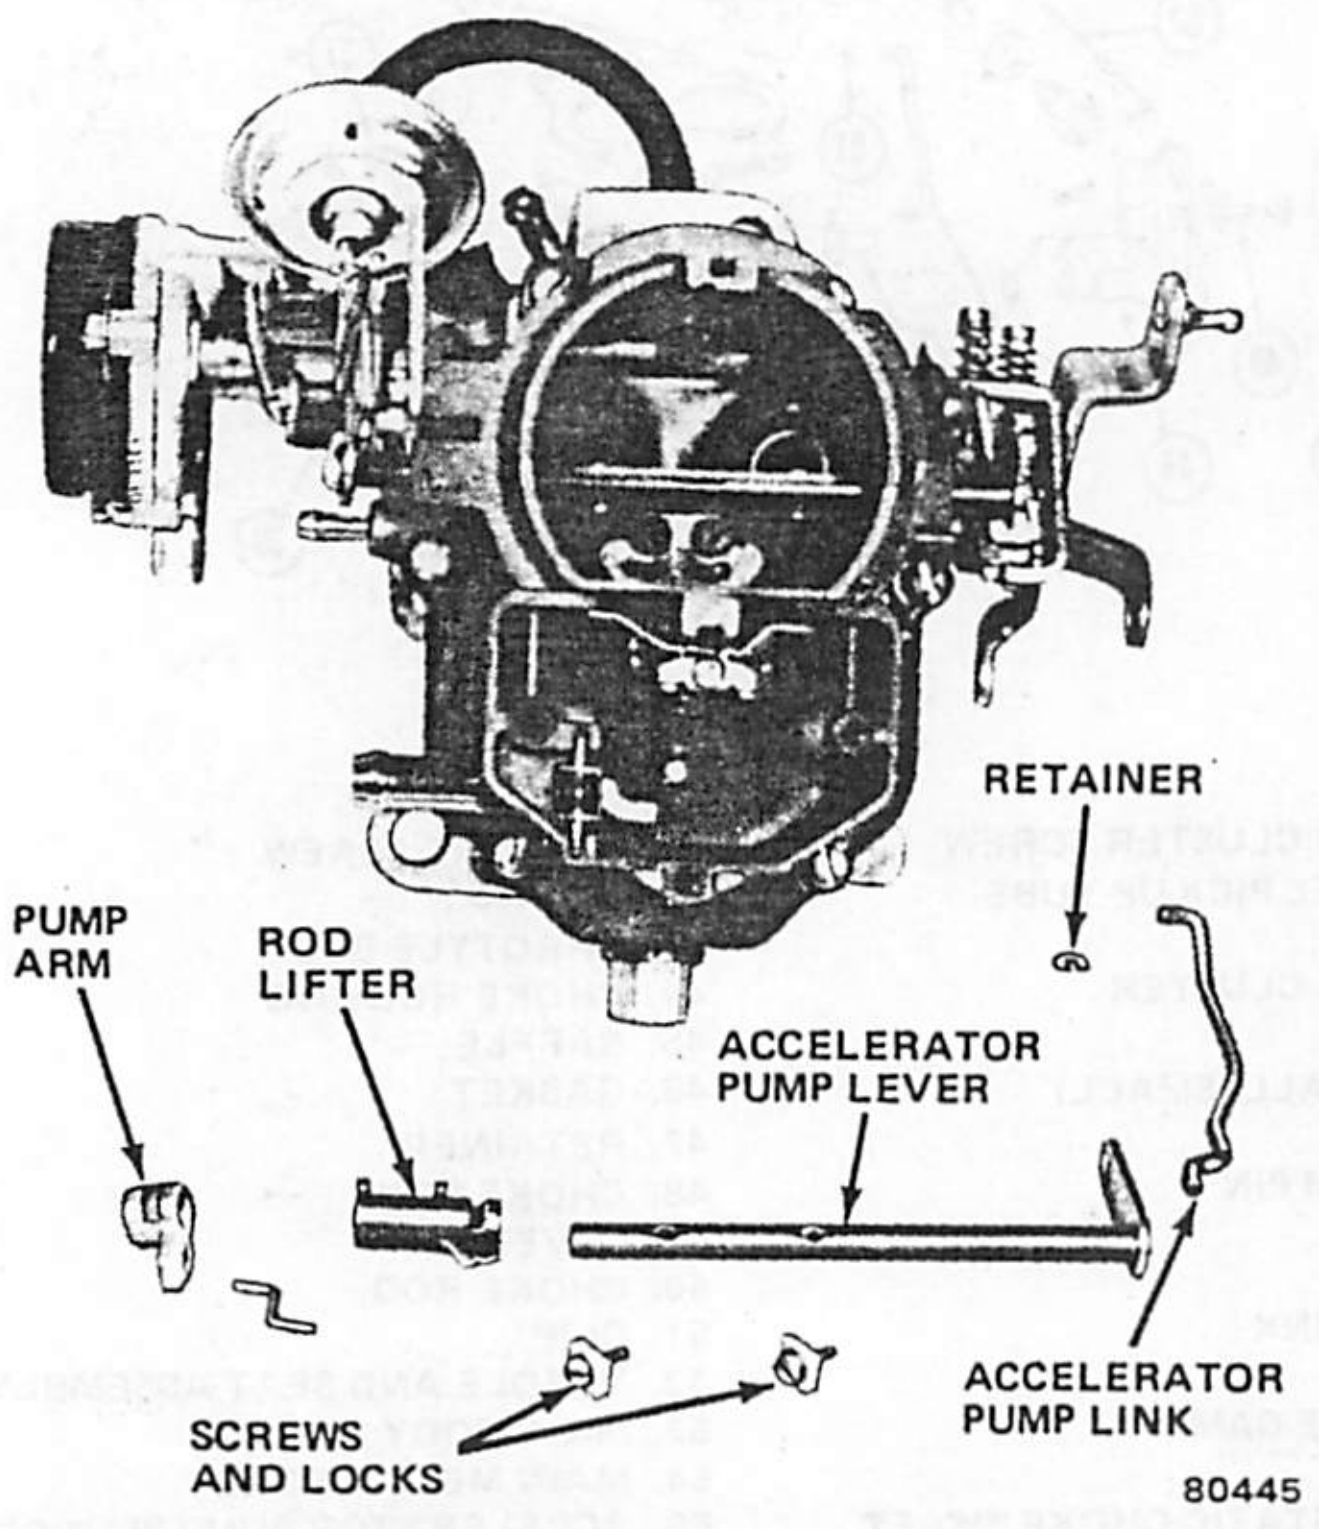

Fig. 1J-100 Accelerator Pump and Lever
(3) Remove cover and gasket from top of air horn.
(4) Remove screws and locks from accelerator pump arm and vacuum piston rod lifter. Slide pump lever out of air horn. Remove pump arm and rod lifter. Lift vacuum piston and metering rod assembly straight up and out of air horn. Remove vacuum piston spring (fig. 1J-101).